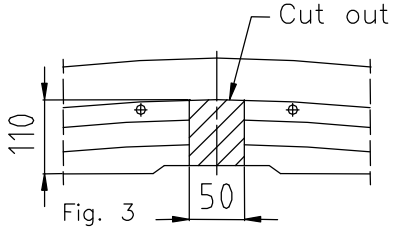

Fig. 3
3. To the left and right chassis member slip sleeve L=85mm (pos. 10), see fig.
4. To drilled holes put sleeves L=51,5mm (pos. 9).
5. To the inside of chassis members and rear part of the car put brackets (pos. 4 and 5) and fix using bolts M10x120mm (pos. 12) through sleeves and bolts M10x35mm (pos. 14) through nuts on the jib (pos. 8).
6. Put the main bar of the towing hitch (pos. 1) on protruding elements (bolts) of removed metal reinforcement and fix using original nuts M8 (from reinforcement) and using M10x90mm (pos. 13) - see fig.
7. Elements of the towing hitch (pos. 6 and 7) fix loosely to the original tow handle, and next through holes (pos. A) of ball brackets fix using bolts M10x35mm (pos. 14).
8. Fix tow-ball (pos. 2) with socket plate (pos. 3) using bolts M12x75mm (pos. 11).
9. Assemble a cover plate and a bumper (cut out its fragment – see fig. 3 and 4).